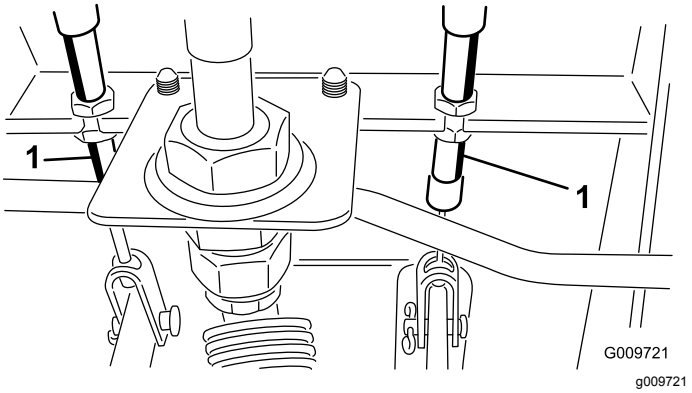

Figur 93
A. Løsne den fremre mutteren på gjengeenden på bremsekabelen (Figur 93).